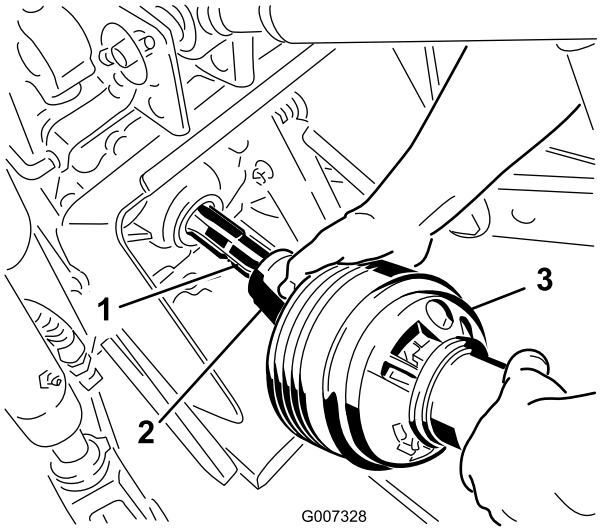

**Figur 20**
3. Koble kraftuttaksakselen til traktorens kraftuttaksaksel (Figur 20).